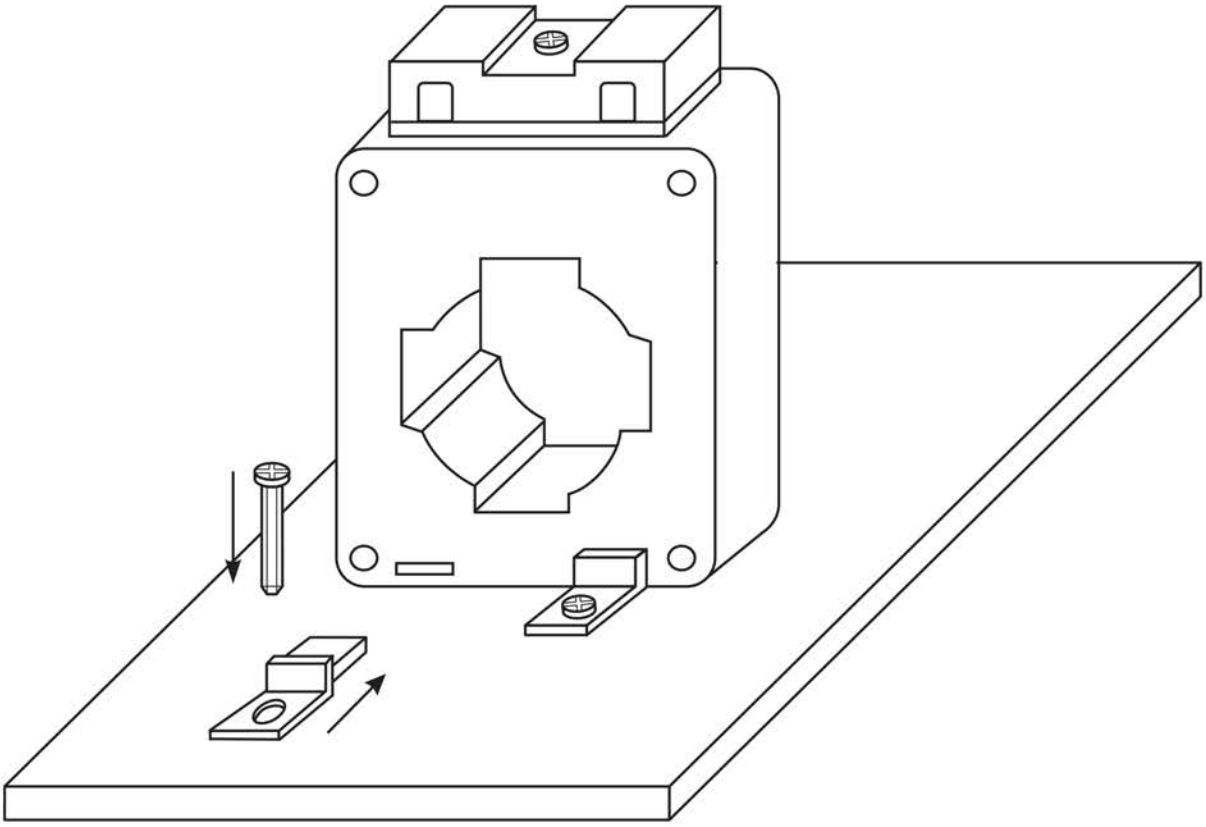

Рисунок 6 – Установка трансформаторов на монтажной панели в щитовом оборудовании при помощи держателей
– на монтажной панели в щитовом оборудовании при помощи держателей (рисунок 6).